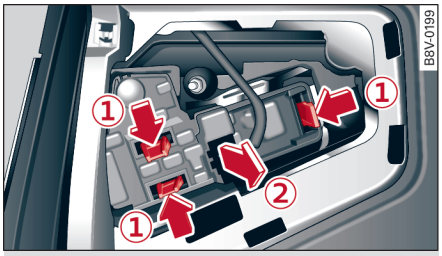

图 278 拆下灯座
- 在 ① ⇨ *图 278* 处给灯座解锁，并沿箭头方向 ② 将其拔下。